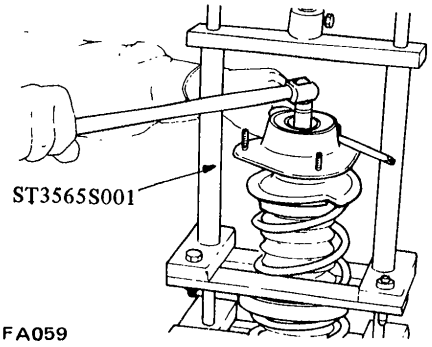

Fig. FA-25 Removing self-locking nut
3. Set up Spring Compressor ST3565S001 on spring. Compress spring just far enough to permit turning of strut insulator by hand. Remove self-locking nut. See Figure FA-25.